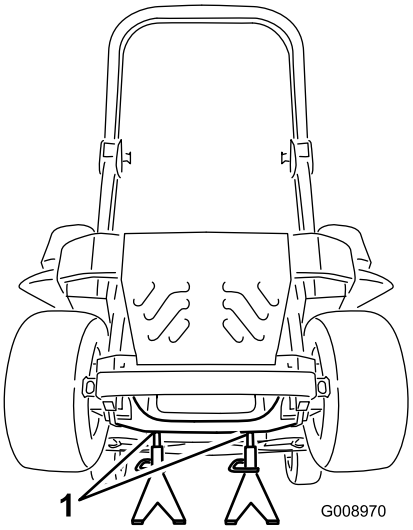

Figur 90
3. Løft opp maskinen og støtt den med jekkstøtter (Figur 90).
9. Ta bort jekkstøttene, og senk maskinen ned (Figur 90).